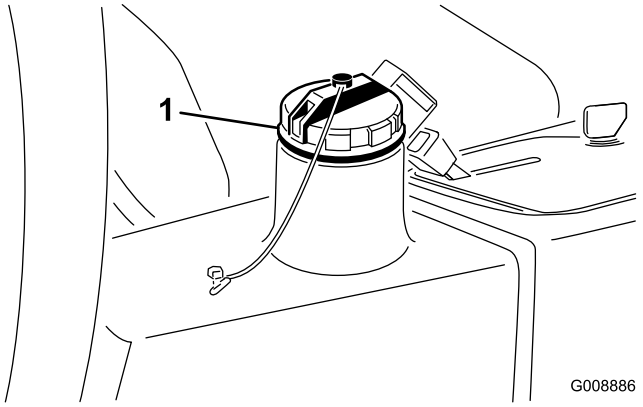

**Figur 40**
2. Rengjør rundt påfyllingshalsen og lokket på tanken for hydraulisk olje (Figur 40) og fjern lokket.